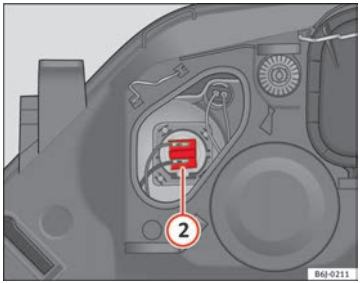

Fig. 144 Main beam headlights
– Remove connector ⇒ fig. 144 (2) by pulling outward.